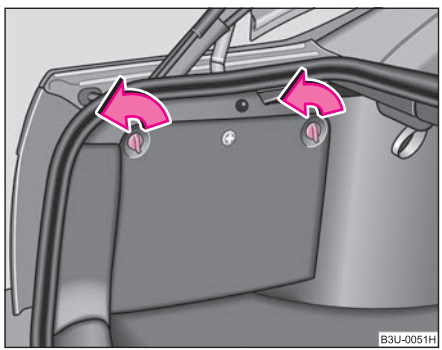

Fig. 70 Luggage compartment: Side compartment
– You can open the compartment by turning the locks in the direction of arrow ⇒ fig. 70.